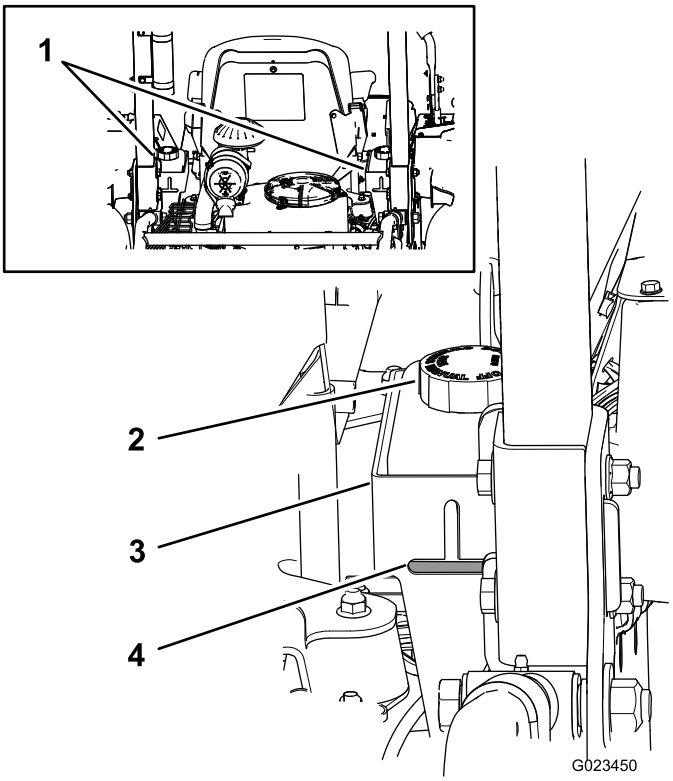

**Figur 18**
Maskinens tankar fylls med högkvalitativ hydraulvätska på fabriken. Det är bäst att kontrollera hydraulvätskan när vätskan är kall. Maskinen ska vara i transportinställningen. Om vätskenivån ligger under den övre kanten på den vågräta delen av det utskurna inspektionsfönstret på hydraultankarnas baksida (Figur 18) fyller du på vätska till den godkända nivån. **Fyll inte på för mycket i tankarna.** Om vätskenivån når upp till den övre kanten på den vågräta delen av inspektionsfönstret behöver du inte fylla på vätska. Rekommenderad utbytesvätska:
**Obs:** Vätskenivån ska vara längst ned i respektive öppning enligt Figur 18.
A. Gör rent omkring locken till vätsketankarna så att inte skräp kommer in i systemet (Figur 18).